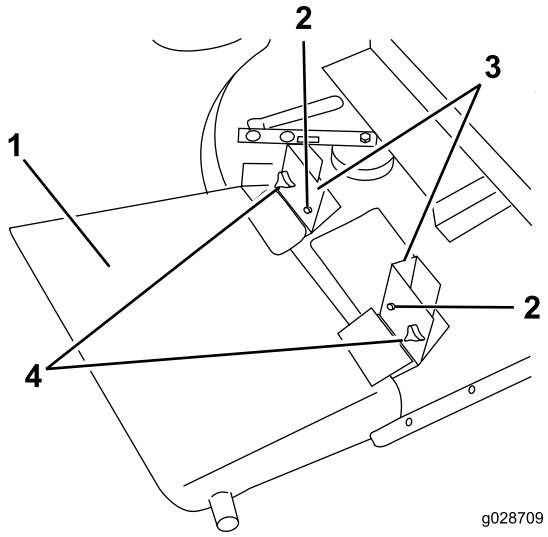

Figura 20
2. Fate scorrere il deflettore dell'erba e le staffe orientabili sui bulloni di allineamento e fissateli alle staffe di montaggio con manopole e rondelle (Figura 20).